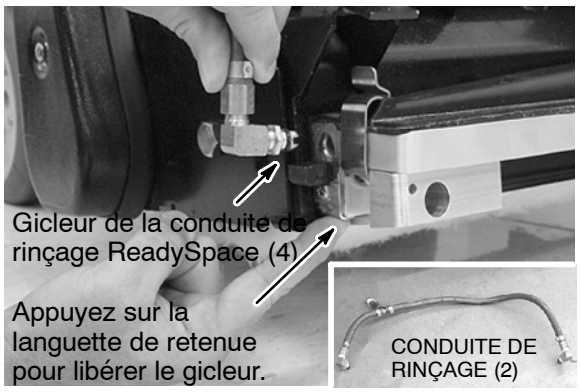

FIG. 39
4. Vérifiez la forme de jet des gicleurs dans les deux conduites de rinçage ReadySpace (4 gicleurs). Si les gicleurs sont obstrués, retirez les conduites de rinçage et immergez-les dans une solution d'acide acétique pendant six heures (Figure 39). Ne retirez pas les gicleurs des conduites de rinçage.